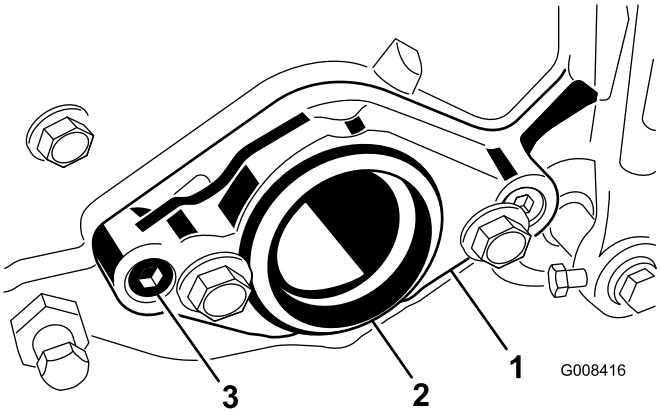

Figur 3
6. Fjern de to unbrakoskruer, der fastgør motorophænget til højre ende af klippeenheden og motorophænget (Figur 3).